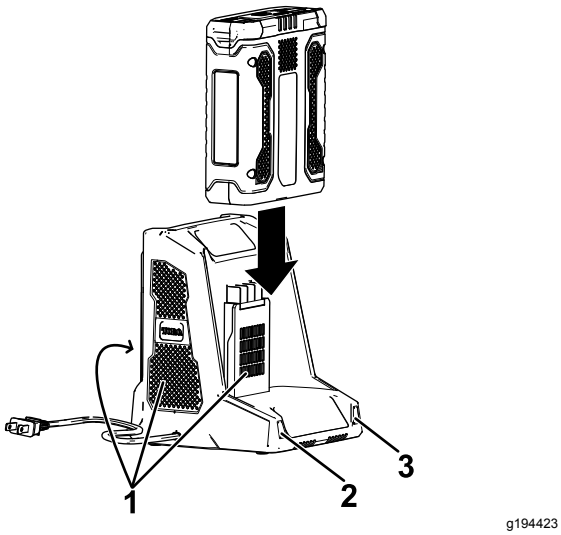

Figur 8
5. Skjut in batteripaketet i laddaren tills det sitter ordentligt (Figur 8).